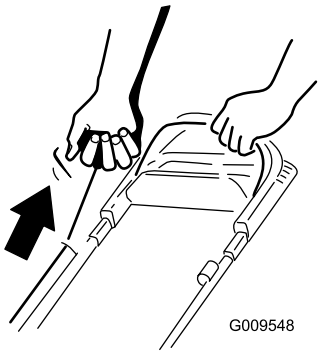

Rysunek 18
2. Pociągnij uchwyt rozrusznika linkowego (Rysunek 18).
Informacja: Ciągnąć za uchwyt rozrusznika mechanicznego, ciągnij go lekko do momentu, aż wyczujesz opór, a następnie pociągnij gwałtownie (Rysunek 18). Poczekaj, aż linka powoli powróci do uchwytu.